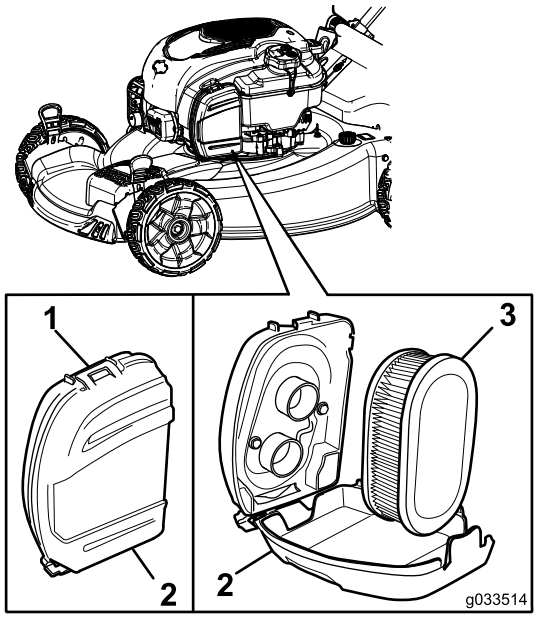

Figur 31
1. Fjern klemmen på den øverste del af luftfilterdækslet (Figur 31).
2. Fjern luftfilteret (Figur 31).